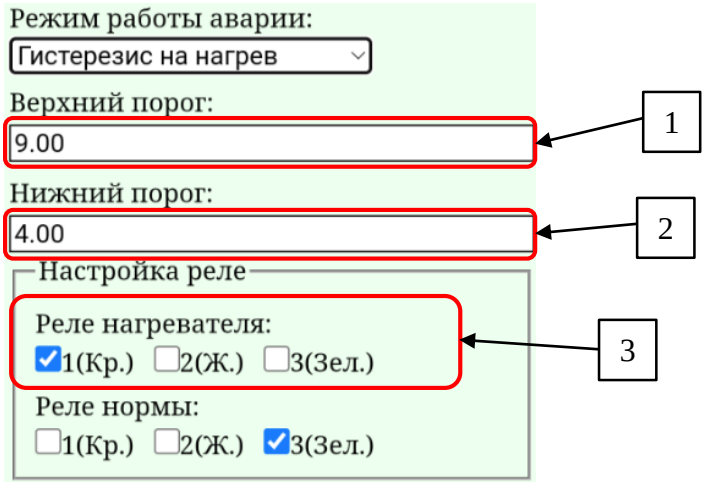

Рисунок 26 – настройки режима «гистерезис на нагрев»
2.8.6.5 Режимы контроля «**Гистерезис на нагрев**» и «**Гистерезис на охлаждение**» могут использоваться для управления оборудованием обогрева и охлаждения. Активное состояние реле (поле 3 на рис. 26) устанавливается при выходе за нижний (нагрев) или верхний (охлаждение) порог и отключается при достижении верхнего (нагрев) или нижнего (охлаждение) установленного порога (поля 1, 2 на рис.26). На светодиодную индикацию включение канала реле в описываемых режимах контроля не влияет.